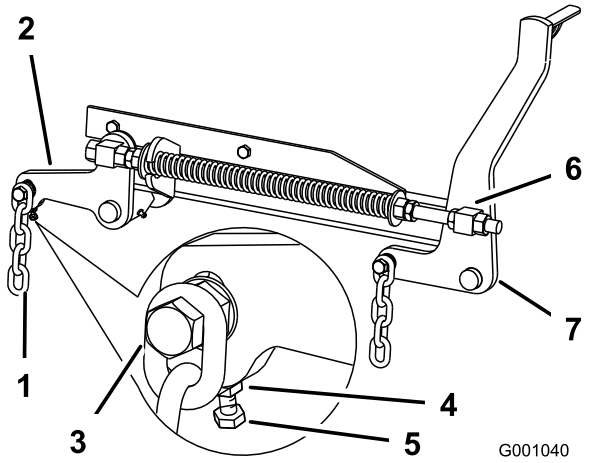

Figur 76
7. Om måtten vid punkt **B** eller **C** är felaktiga ska du lossa den bult som håller fast den bakre kedjan vid den bakre stödarmen (Figur 76).
8. Lossa kontramuttern under den bakre stödarmen och anpassa justerskruven så att du får ett mätvärde på mellan 79 och 83 mm (Figur 76).
7. Lossa kontramuttrarna för de främre lekarna framtill på höger och vänster lekare cirka 13 mm (Figur 76).
8. Justera lyftmuttrarna på både vänster och höger sida av maskinen för att få en inställning som är 6 till 10 mm lägre fram vid punkt **A** än bak vid **B** (Figur 76).